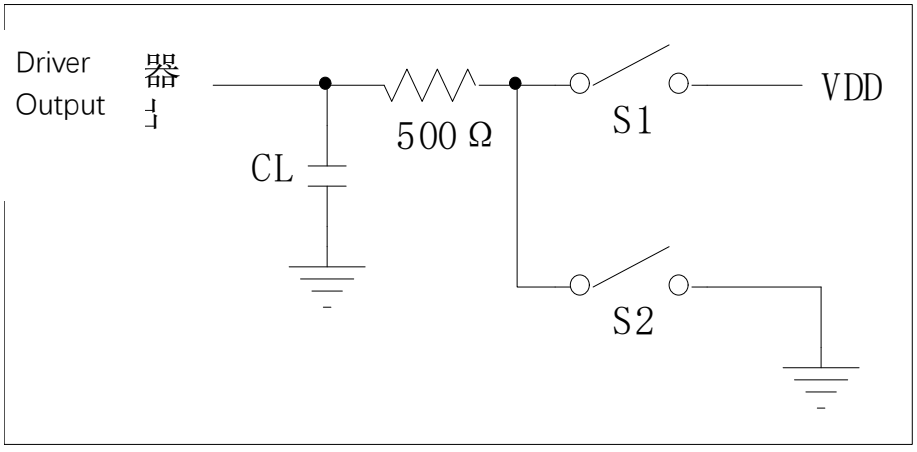

Figure 3 Driver Enable/Invalid Timing Test Circuit
(3) Test circuit is shown in Figure 3